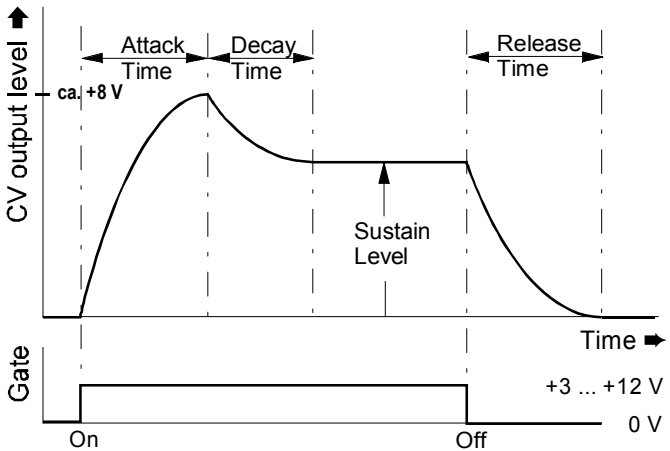

Fig. 1: ADSR envelope and its parameters
❶	**CV A** :	Attack voltage control input
❷	**CV D** :	Decay voltage control input
❸	**CV S** :	Sustain voltage control input
❹	**CV R** :	Release voltage control input
❺	**Gate**:	Gate signal input
❻	**Retrig.**:	Retrigger signal input
❼	**Output**:	Envelope voltage output
As soon as a **gate signal** is sensed at the VCADSR gate input ⑤, the VCADSR puts out a varying voltage, changing in time, known as an **envelope**. See Fig. 1.